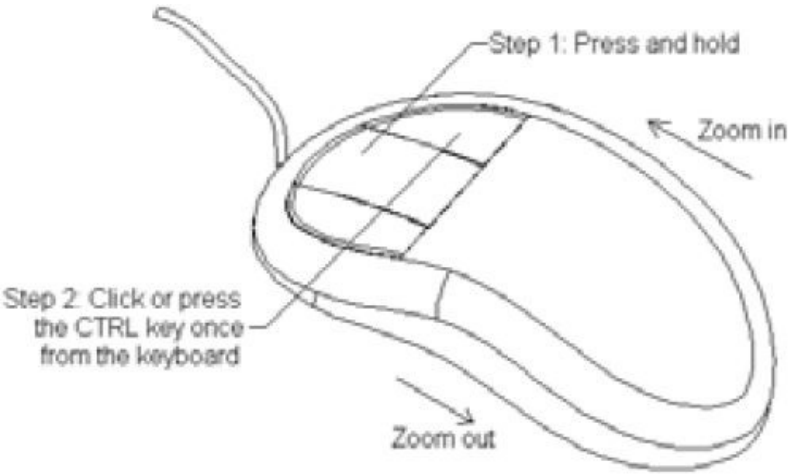

Figure 1-9 *Using the three-button mouse to perform the zoom in and zoom out operations*
4. Press and hold the middle mouse button and then click the right mouse button once to invoke the **Zoom** mode. Now, drag the mouse up to zoom in the view of the model. Similarly, drag it down to zoom out the view of the model. You can also invoke the zoom tool by first pressing and holding the CTRL key and then pressing and holding the middle mouse button. Now, release the CTRL key and drag the cursor to zoom in and out of the view of the model. Figure 1-9 shows how to use a three-button mouse to zoom in and zoom out functions.